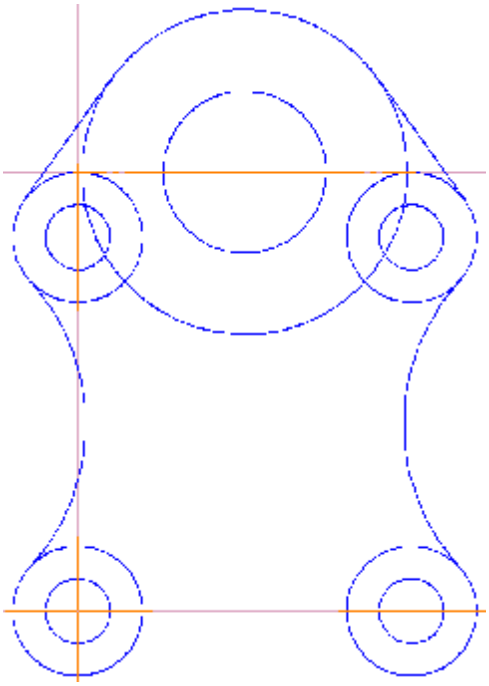

Рисунок 4.11– Побудова дотичного відрізку до двох кіл.
18) Аналогічним чином побудуйте дотичний відрізок до правого кола (рис. 4.11).